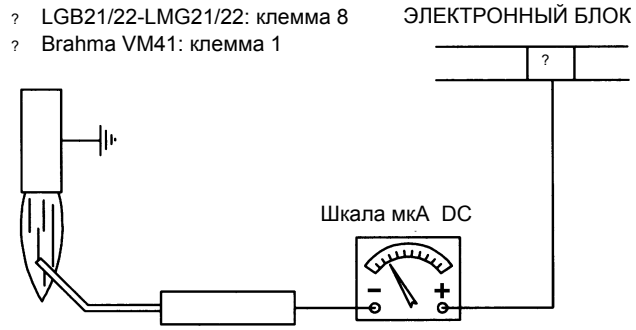

Рис. 30
- В случае, если у вас есть сомнения, проверьте систему контроля после запуска горелки, следуя схеме на Рис. 30.
Чтобы измерить сигнал детектирования, следуйте схеме на Рис. 30.